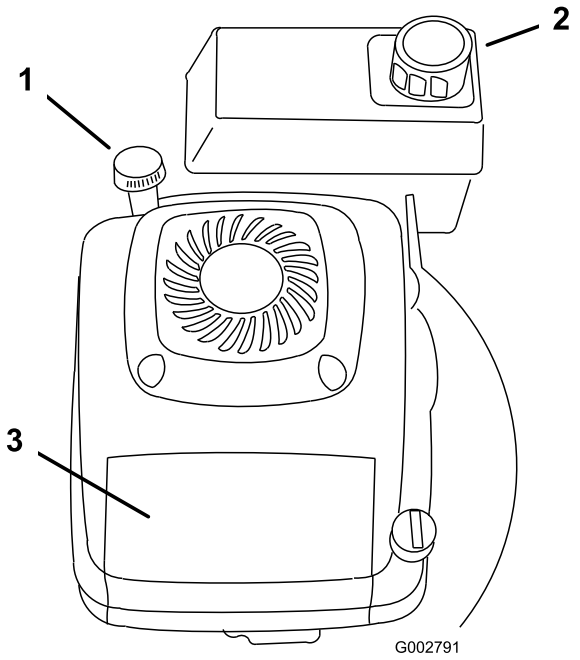

Figura 14
1. Pulite attorno al tappo del serbatoio del carburante (Figura 14).